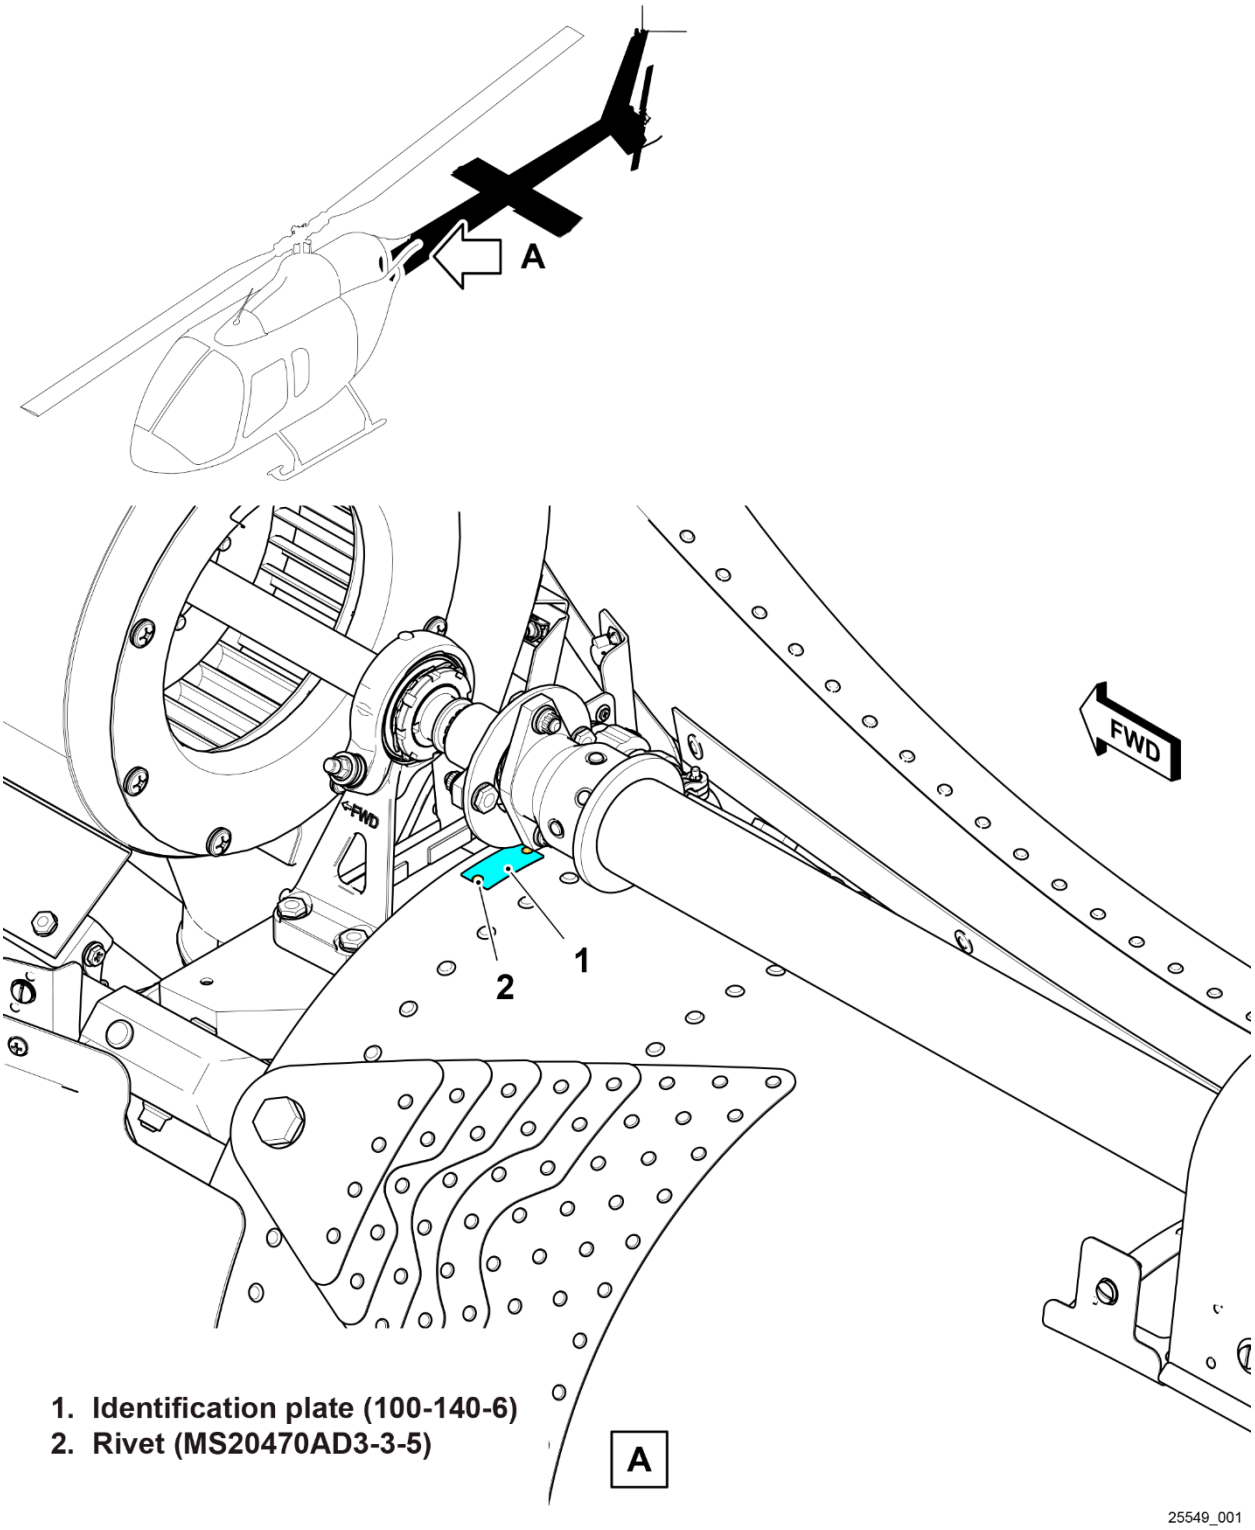

Figure 1 – Tail Cone Assembly Identification Plate Location
3. Verify the part number and serial number of the tail cone assembly on the identification plate (1, Figure 1). Note the part number and serial number for reference in the following steps.
3. Prepare replacement identification plate (1, Figure 1) by using a vibrating stylus, or equivalent, and vibroetch the part number and serial number to be added in the appropriate location on the identification plate as required in the steps below:
6. Remove two rivets (2) holding identification plate (1) to the tail cone assembly (BHT-ALL-SRM, Chapter 3). Remove the identification plate (1) and scrap/destroy the removed identification plate. Clean tail cone assembly surface and remove all residue using isopropyl alcohol (C-385). Do not remove the primer.
7. Install replacement identification plate (1), created in step 3, using the following procedures:
a. Bond the replacement identification plate (1) to the prepared area of the tailcone assembly using adhesive (C-317) (BHT-ALL-SPM, Chapter 8, Paragraph 8-6). Remove excess adhesive squeeze-out and allow sufficient time to cure.